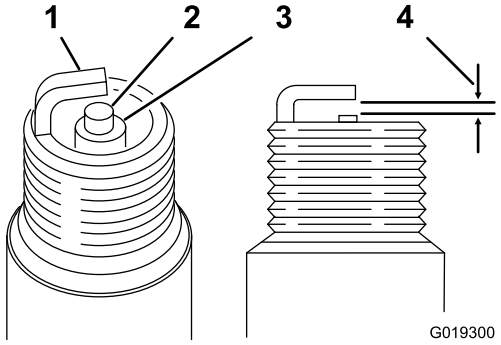

Figur 27
4. Undersøg tændrøret for slid og skader (Figur 27).
5. Kontroller gnistgabet med en ledningsmåler (Figur 27).